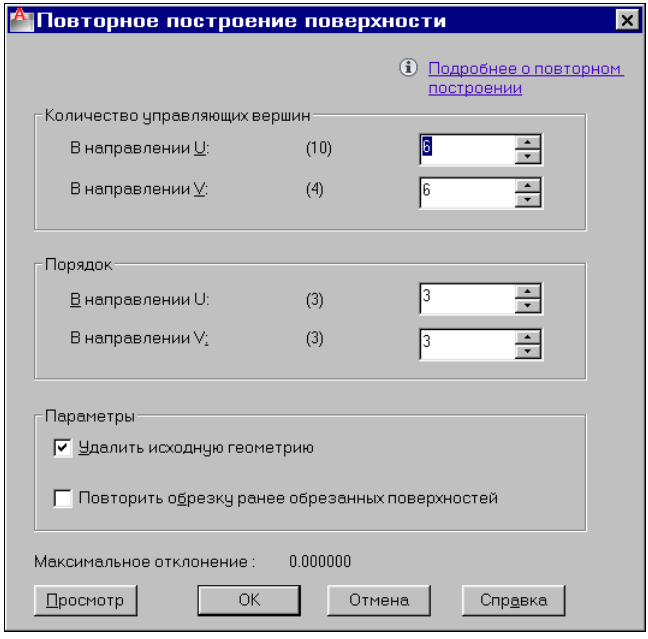

Рис. 10.108. Диалоговое окно **Повторное построение поверхности**
- УВПЕРЕСТРОИТЬ (CVREBUILD) — перезадать параметры уравнения ( ) с помощью диалогового окна **Повторное построение поверхности** (Rebuild Surface) (рис. 10.108).